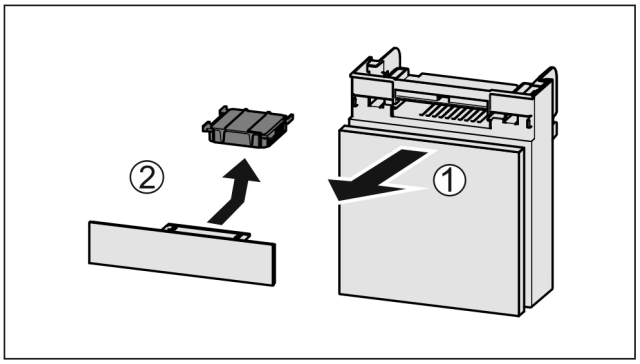

Fig. 159
▶ Extrageți *Fig. 159 (1)* compartimentul către înainte.
▶ Scoateți *Fig. 159 (2)* filtrul de cărbune activ.